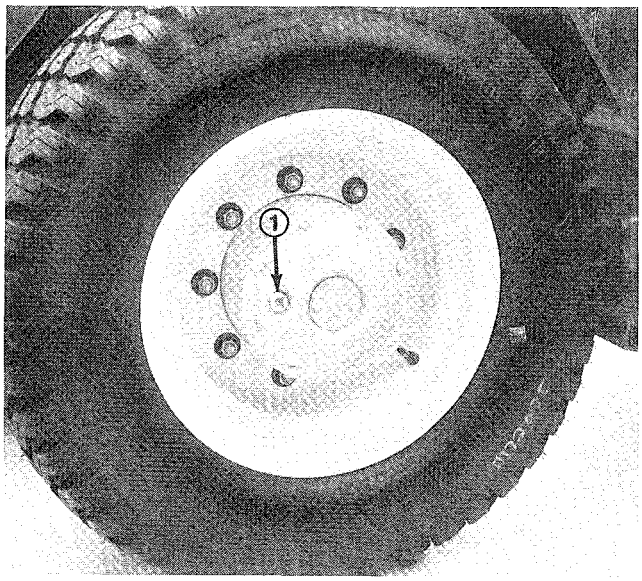

Figure 46
1. To check the oil level, the oil should be at the bottom of the check/drain plug hole (Fig. 46) when the hole is placed in the 3 o'clock or 9 o'clock position. The traction unit must be on level ground when making this check.